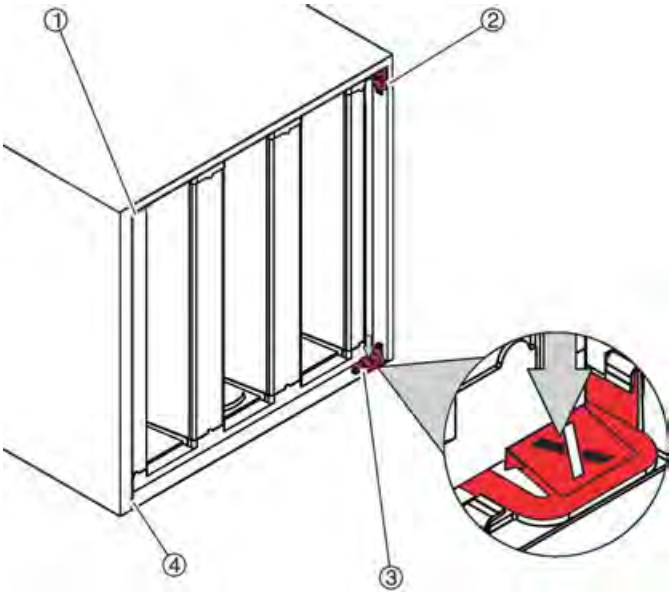

Fig. 19: Løsning af hurtigudløserne
3. Tryk hurtigudløserne ned (Fig. 19 /1 til 4).